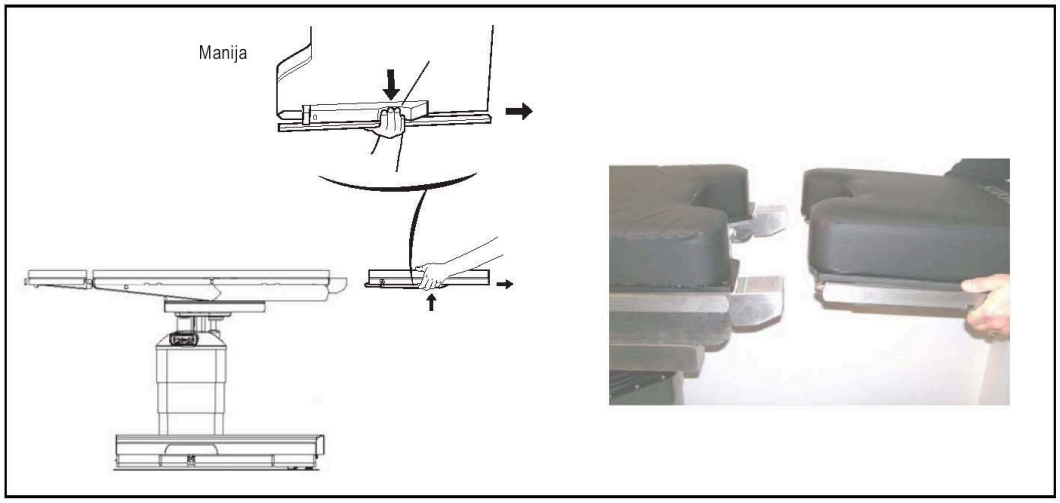

Figura 4-13. Extracción de la sección de las piernas
2. **Mientras sostiene el marco de las piernas, apriete ambas manijas y simultáneamente tire hacia atrás (consulte *Figura 4-13*).**